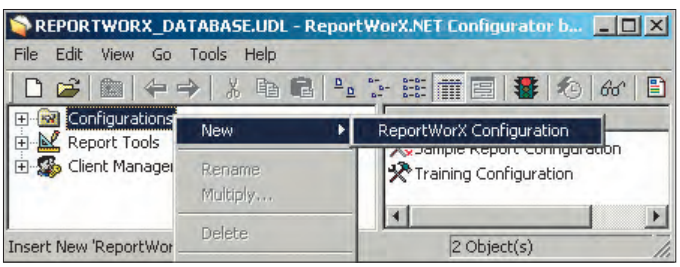

Рис. 6. Создание новой конфигурации
1. Для создания новой конфигурации щёлкните правой клавишей мыши на пункте **Configurations** (Конфигурации) на левой панели и выберите **New — ReportWorX Configuration**, как показано на рис. 6.